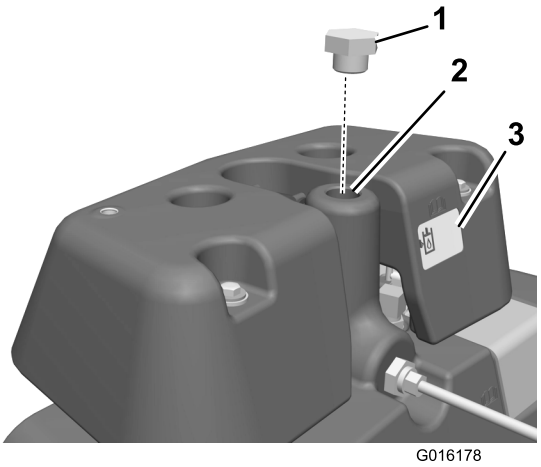

Figuur 8
2. Pijl op moer (2)
31. Verwijder de ontluchter en gooi deze weg. Voeg hydraulische olie toe aan de hydraulische hoofdtank (Figuur 8).
32. Breng een plug aan in plaats van de ontluchter (Figuur 8).
33. Vul de lekdetectortank met hydraulische olie tot het oliepeil tot het midden van het kijkglas van de tank reikt (Figuur 8).